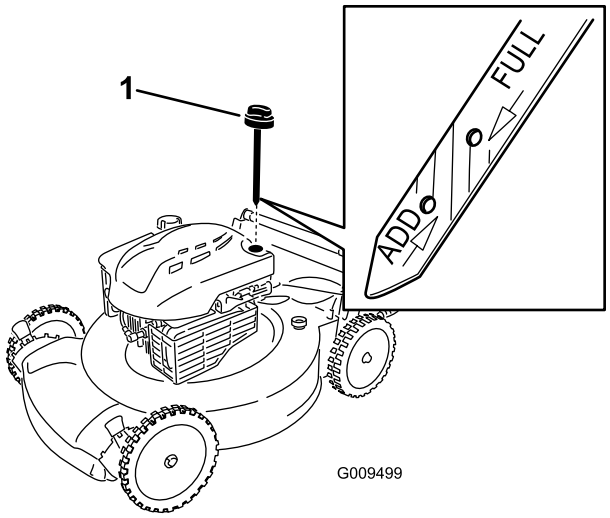

Figur 11
2. Ta ut oljestickan (Figur 11).
5. Ta ut oljestickan och läs av oljenivån, se Figur 11.